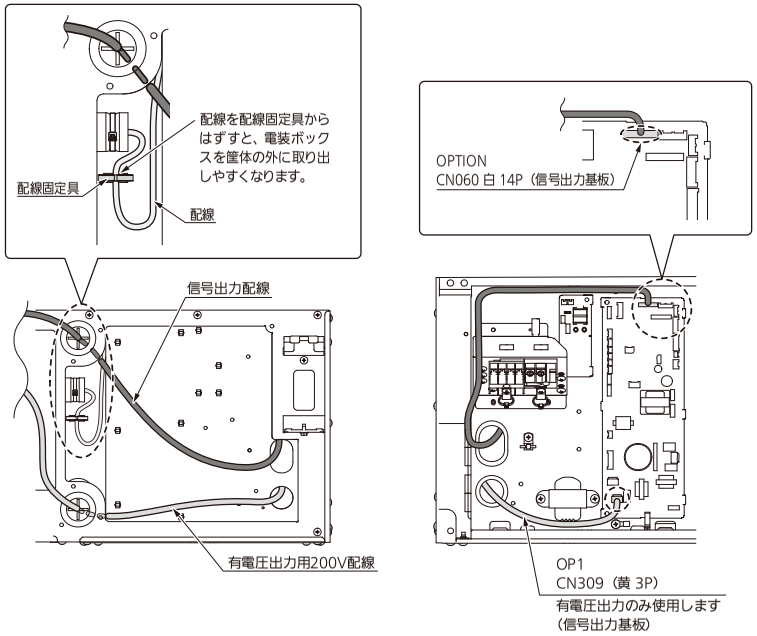

図20
- 電源カバーを取りはずし、図20のように配線を処理をしてください。